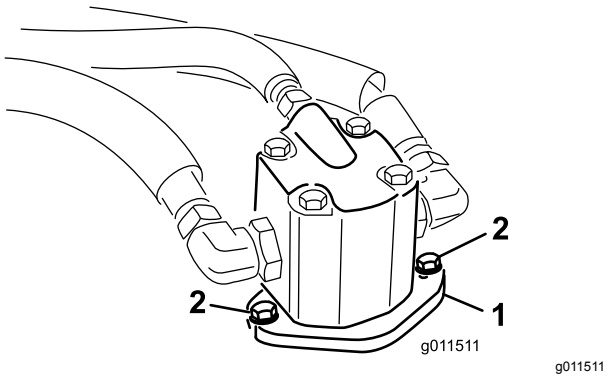

Figuur 98
4. Verwijder de bouten waarmee de hydraulische motor is bevestigd aan het maaidek (Figuur 98). Haal de motor uit het maaidek en leg deze boven op het maaidek.